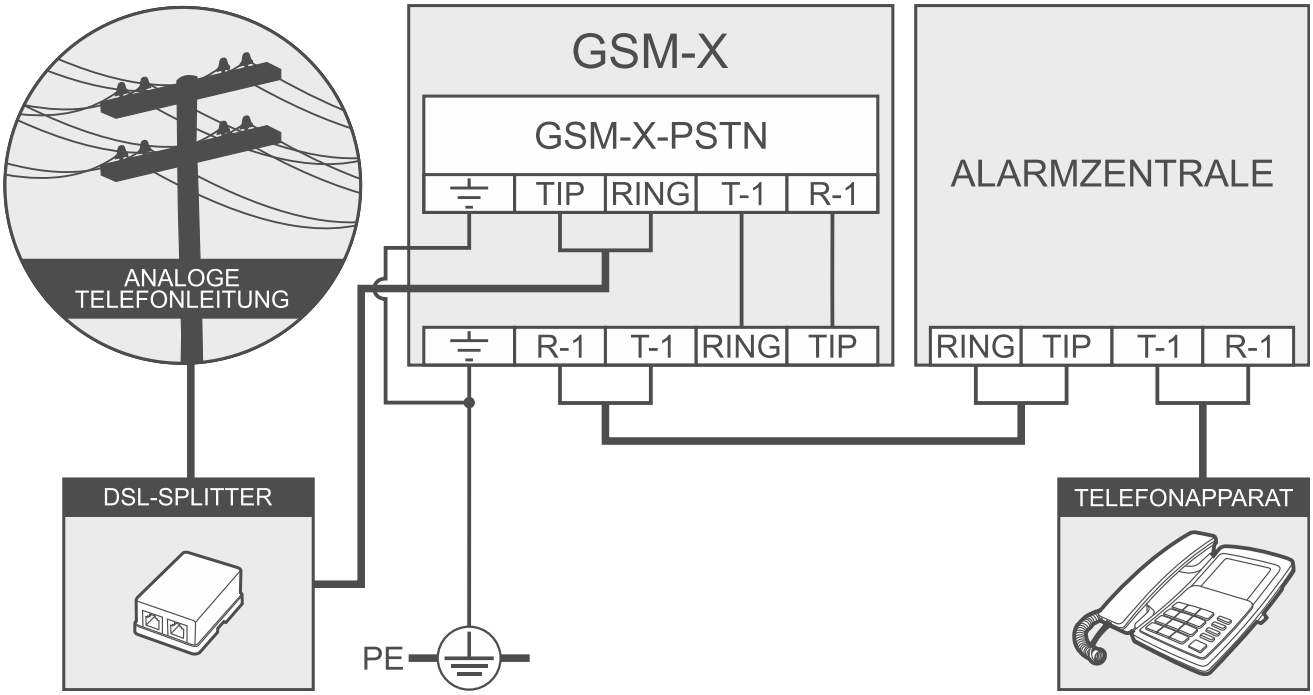

Abb. 22. Anschluss des Moduls GSM-X-PSTN an das Modul GSM-X.
4. Verbinden Sie die Klemmen T-1 und R-1 des Moduls mit den Klemmen TIP und RING des Moduls GSM-X (Abb. 22).
5. An die Klemmen TIP und RING des Moduls schließen Sie die ankommende Telefonleitung an. Wird im Objekt der ADSL Service verwendet, ist das Modul nach dem ADSL Splitter anzuschließen (Abb. 22).
6. Verbinden Sie die Klemmen T-1 und R-1 des Moduls GSM-X mit den Klemmen TIP und RING der Alarmzentrale (Abb. 22). An die Klemmen T-1 und R-1 der Alarmzentrale können Sie die sich im Objekt befindenden Telefone anschließen.
7. An die Klemmen ⏚ der Module GSM-X und GSM-X-PSTN schließen Sie die Schutzleitung PE des 230 V AC Netzes an (Abb. 22). Zur Ausführung der Verbindung benutzen Sie den Leiter mit dem Querschnitt ≥0,75 mm^2. Die Klemmen ⏚ dürfen nicht an den Neutralleiter N angeschlossen werden.